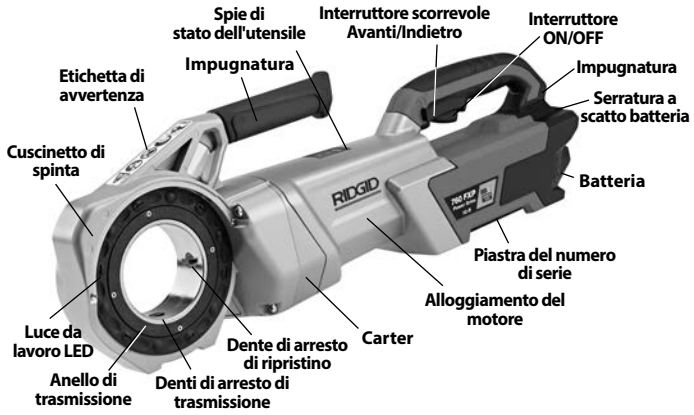

Figura 1 – Unità di trasmissione 760 FXP
- Regolare funzionamento degli interruttori *(Figura 1)*.
- Presenza e leggibilità dell'etichetta di avvertenza *(Figura 1)*.